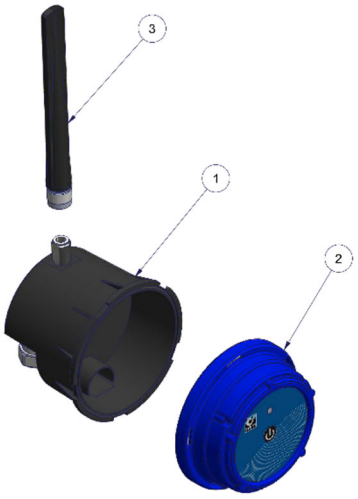

Figure 1 Les pièces du MD35
c. (**1**) ou (**A**) : Les chiffres et les lettres entourés d'un cercle dans le texte respectivement aux parties décrites aux figures (exemple : Figure 1 - pages 5)